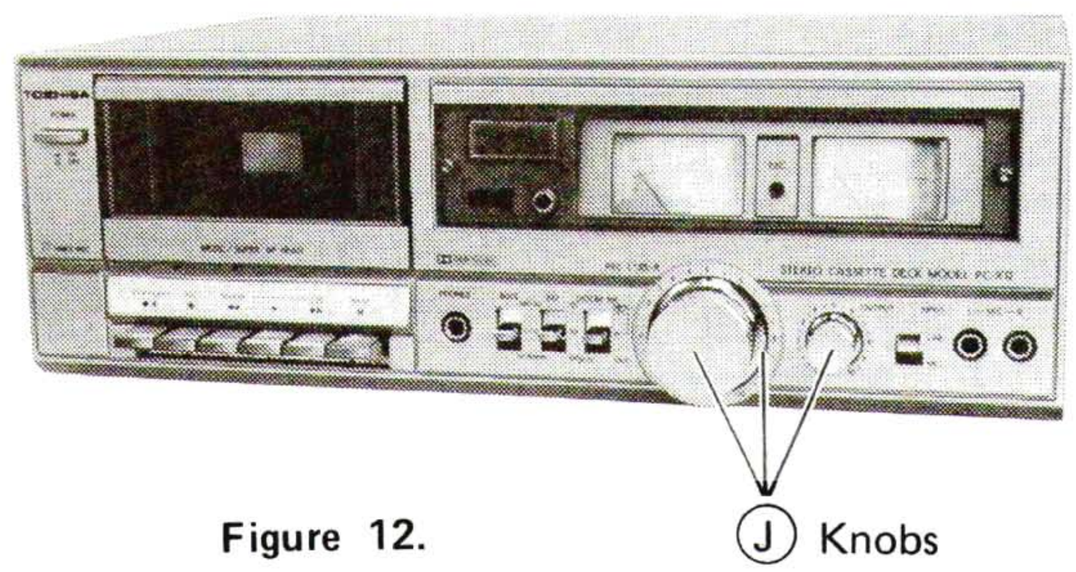

Figure 12.
2. Remove the 3 Volume knobs (J). (See figure 12.)